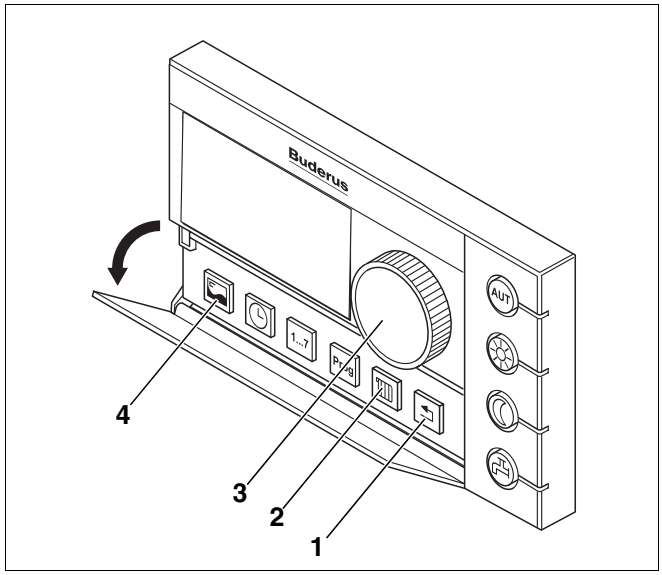

Abb. 40 Bedieneinheit RC30
Im Folgenden wird Ihnen die Entlüftung der Ölleitung über die Bedieneinheit RC30 beschrieben (Abb. 40).
- Serviceebene der Bedieneinheit RC30 aufrufen, hierzu die Tasten „Anzeige“, „Heizkreis“ und „Zurück“ (Abb. 40, **Pos. 4**, **2**, **1**) gleichzeitig drücken. Im Display erscheint „SERVICEMENÜ SPRACHE“.
- Mit dem Drehknopf (Abb. 40, **Pos. 3**) „SERVICEMENÜ RELAISTEST“ auswählen.